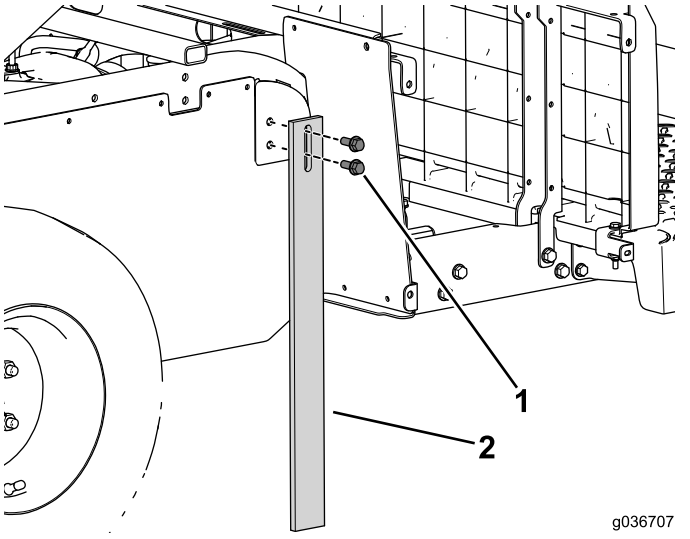

Figuur 62
1. Bevestig de steunpoot aan de machine (Figuur 62).